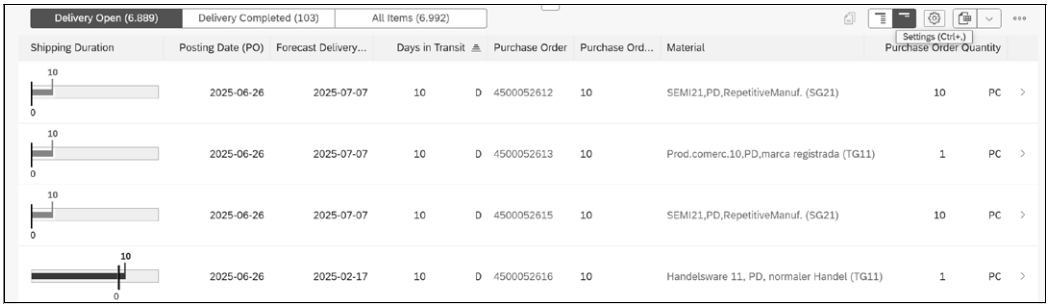

Figure 8.49 Overdue Stock Transport Orders
The result chart of Overdue Materials – Stock in Transit outlines the shipping duration (see micro chart) and is shown after you click the **Go** button. The micro chart starts with the **Posting Date (PO)** of the stock transport order (i.e., **2025-06-26**) and determines the delivery date based on the date given in the stock transport order. On July 06, 2025, for example, there is no overdue stock transport order because the **Forecast Delivery Date** was **2025-07-07** (Line 1 in Figure 8.49). Therefore, the stock has been in transit for **10** days already, as show in column **Days in Transit**. Line 4 displays an item where the forecast delivery date was set to the past (**2025-02-07**) when creating the stock transport order (**2026-06-26**) to illustrate the overdue case.